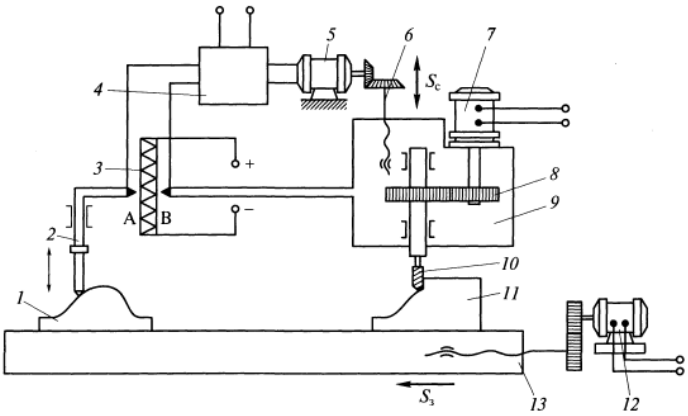

Рисунок 3- Принципиальная схема следящей системы копировального станка: 1 — копир;
3. Проанализировать входящие в состав устройства (рис.3) элементы и опишите принцип работы устройства